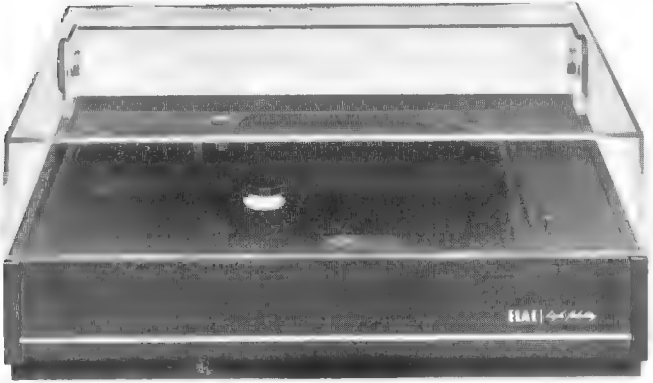

Fig. 21
5.4 Schatulle ELAC 700/701 (Fig. 21)